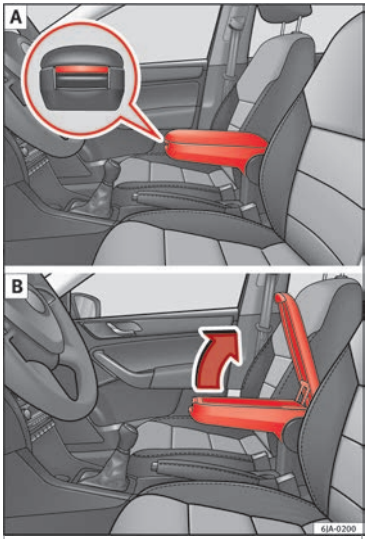

Fig. 61 Armrest/Opening and closing the storage compartment.
– Press the button located on the front of the armrest »» **Fig. 61** - A.
– Lift the storage compartment lid »» **Fig. 61** - B.